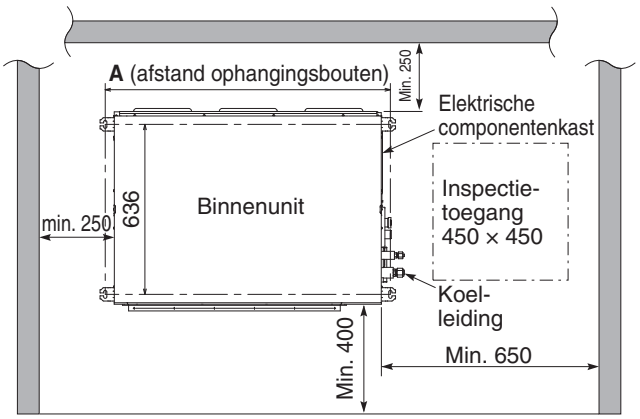

Afb. 3-1
- De vereiste minimale ruimte voor installatie en onderhoud kunt u zien op Afb. 3-1 en in Tabel 3-1.
(1) Wanneer u de unit in het plafond gaat plaatsen, moet u de afstand tussen de ophangingsbouten bepalen aan de hand van de afmetingen op Afb. 3-1 en in Tabel 3-2. De leidingen moeten binnen het plafond worden gelegd en aangesloten wanneer de unit wordt opgehangen. Als het plafond al aanwezig is, moet u de leidingen op hun plaats brengen zodat ze gemakkelijk aangesloten kunnen worden voor u de unit in het plafond plaatst.